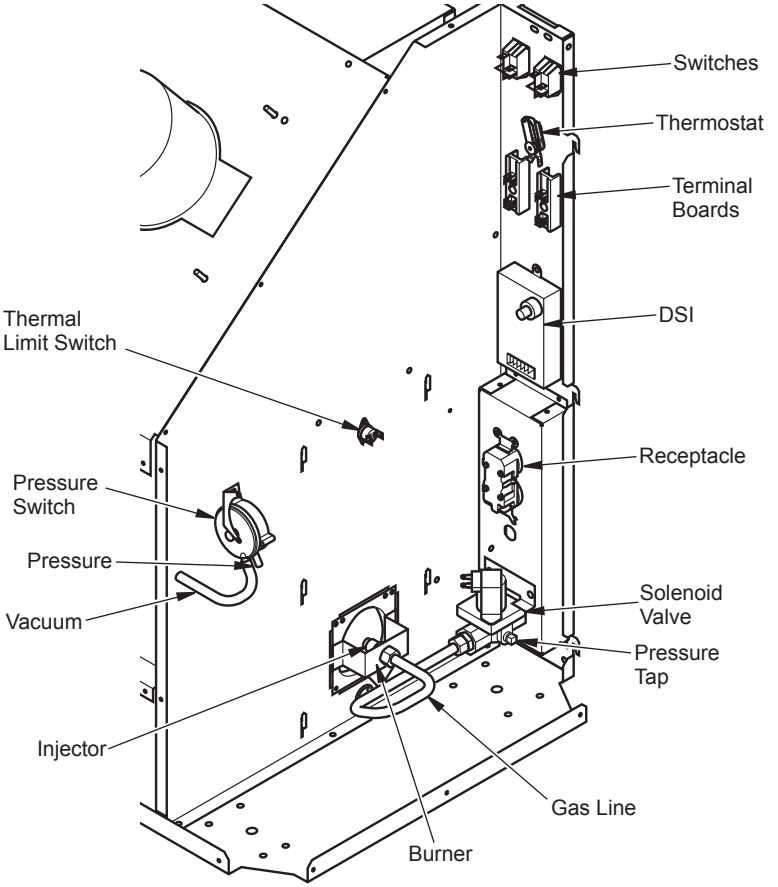

Figure 15 - Tent Heater Parts
2. Locate pressure tap on solenoid valve and remove (retain plug for later installation). See Figure 15, page 16.